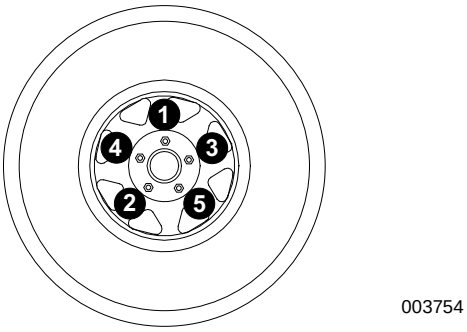

Figure 3-65. Tightening Wheel Lugs
7. See ***Figure 3-65***. Inspect the wheel lugs. Tighten or replace any lugs that are loose or missing. If a tire has been removed for axle service or replaced, tighten the lugs, in the order shown, to the following specifications: